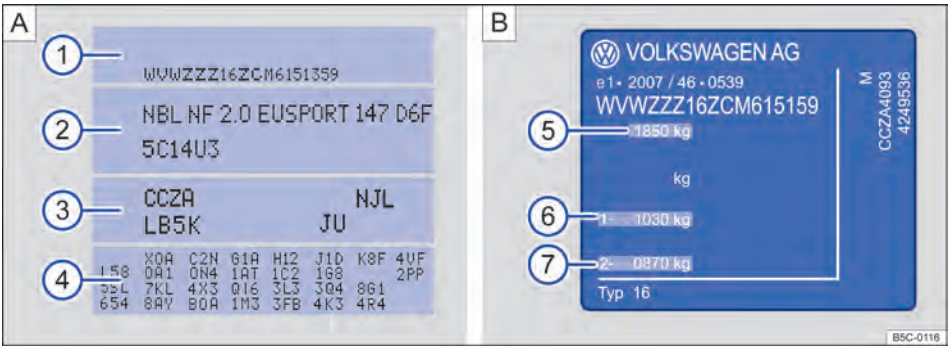

Fig. 18 A: etiqueta de dados do veículo: na imagem de exemplo com o número de identificação do motor CCZA ③. B: plaqueta de identificação ▶
A etiqueta de dados do veículo ⇒ Fig. 18 **A** está colada na região da cavidade da roda sobressalente no compartimento de bagagem e contém os seguintes dados:
① Número de identificação do veículo (número do chassi)
② Modelo do veículo, potência do motor, transmissão
③ Códigos do motor e da transmissão, código da cor, acabamento interno. No exemplo, o código do motor é “CCZA” ⇒ Fig. 18.
④ Equipamentos opcionais, números PR
A plaqueta de identificação ⇒ Fig. 18 **B** está visível na coluna da porta após abertura da porta do condutor. Veículos para determinados países de exportação não possuem plaqueta de identificação